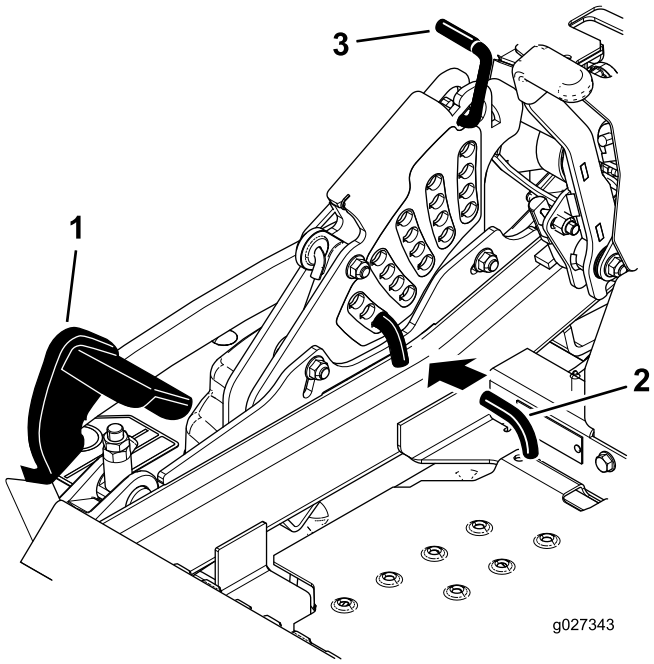

Figure 25
2. Appuyez sur la pédale de relevage du tablier avec le pied et relevez le tablier en position de transport (qui est aussi la position de hauteur de coupe de 140 mm [5-1/2 po]) (Figure 25).
3. Pour changer de hauteur de coupe, retirez la goupille fendue et l'axe de chape du support de hauteur de coupe (Figure 25).
4. Placez la goupille dans le trou du support correspondant à la hauteur de coupe voulue (Figure 25).